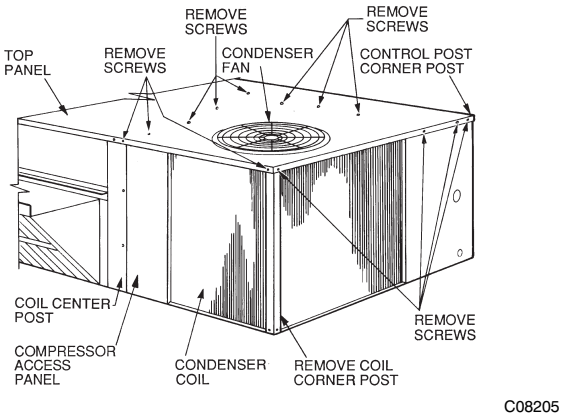
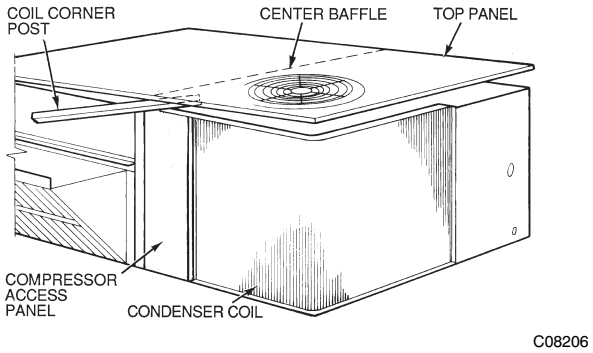

Fig. 12 – Cleaning Condenser Coil
Fig. 13 – Propping Up Top Panel
3. Remove the condenser coil corner post. See Fig. 12. To hold the top panel open, place the coil corner post between the top panel and center post. See Fig. 13.